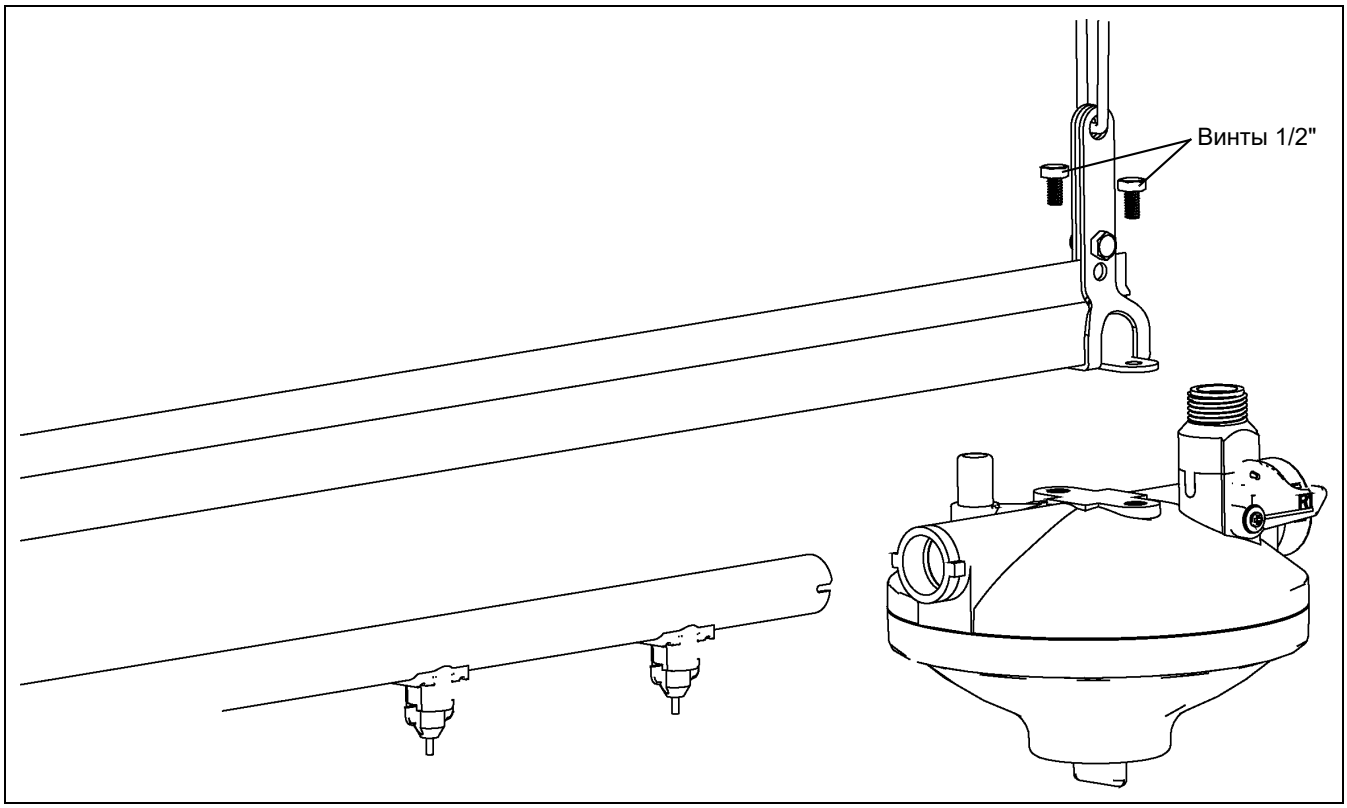

Рисунок 7E
1. Установите регулятор на опорный кронштейн с помощью двух (2) винтов длиной 1/2" (S-4614) из комплекта регулятора как показано на *Рисунок 7E*.
2. Вставьте водопроводную трубу в регулятор и совместите вырезы в трубе с направляющими регулятора, как показано на *Рисунок 7E*. **ПРИМЕЧАНИЕ:** *Рекомендуется установить клапаны поилки на водопроводные трубы до начала монтажа системы на месте, чтобы не допустить попадания мусора в водопроводную систему.* (См. раздел "Клапан поилки" *на стр. 30*.)